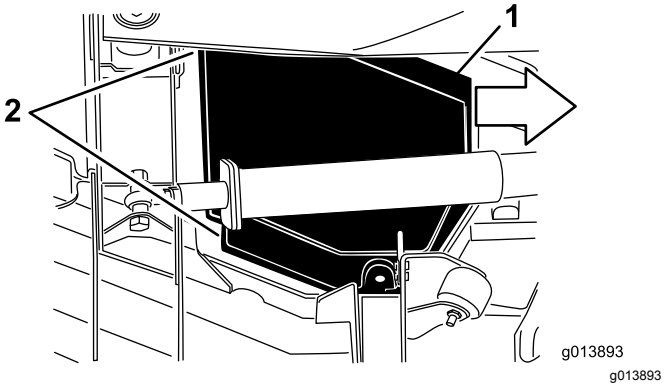

Figur 84
5. Lyft upp skyddet och skjut det samtidigt mot traktorenheten med cirka 2,5 cm, så att den yttre kanten på skyddet lossas från däcket (Figur 84).